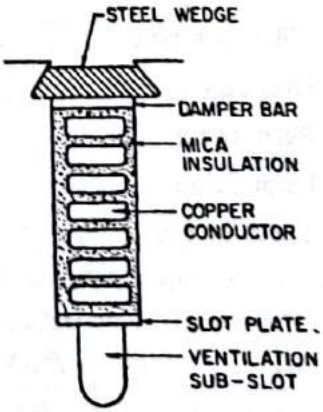

**FIG. 4.50 : WINDING IN ONE SLOT OF CYLINDRICAL ROTOR**
- In Fig. 4.50, one view showing the construction of cylindrical rotor is shown. Winding is not shown. Rotor slots are deep. Slots are not cut on the whole periphery. These are cut only in some portion. Two slip rings are kept on the shaft.